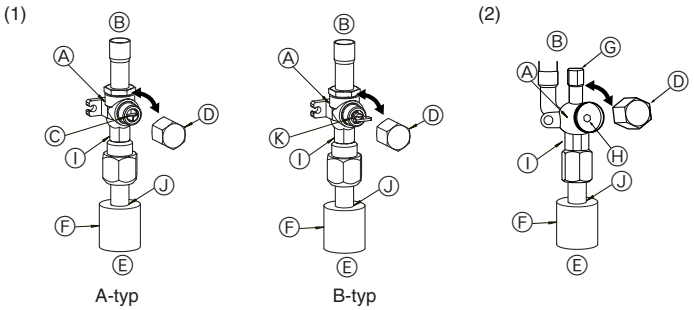

Fig. 4-5 **Fig. 4-6**
(1) Gassidan på P100-P140 (Fig. 4-5)